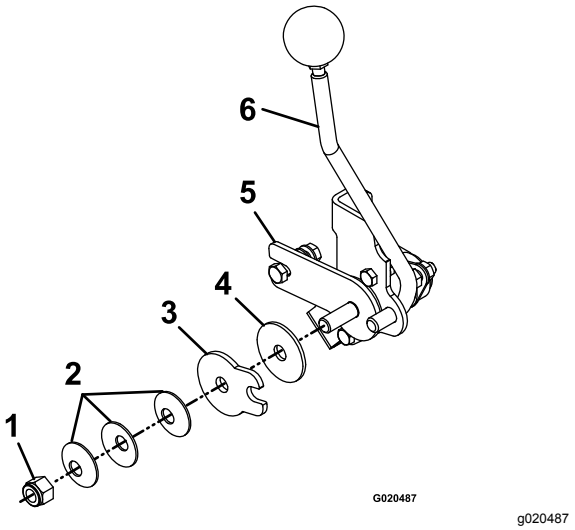

Figur 62
3. Justera spänningen genom att justera svängmuttern som sitter i änden av rörelsereglageaxeln framför den högra konsolen (Figur 62).